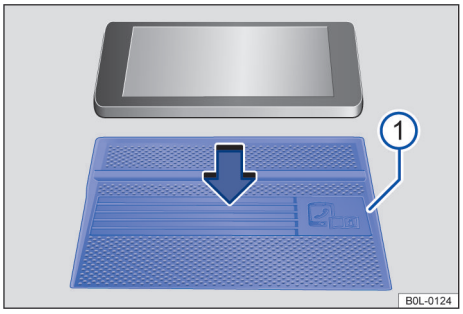

图 109 示意图：无线充电装置上的防滑垫。
取决于车型装备，无线充电装置位于中控台上部储物盒区域内→图 109 ①。
带有 Qi 功能的移动设备可实现 Qi 标准的无线充电。防滑垫 →图 109 ① 上的“电话符号”表示无线充电装置的中间位置。 ▶